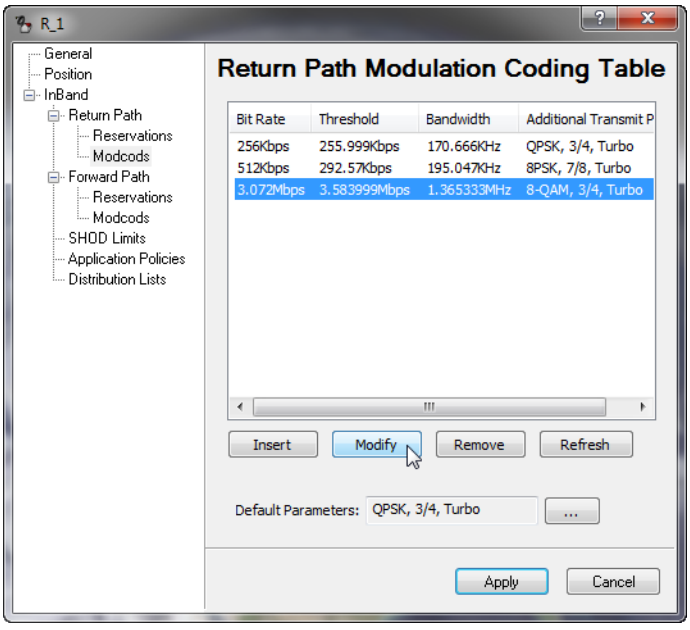

Figure 3-82 Revisions to AS Table Entries
6. Entries can be revised by selecting the entry and using either the **Modify** button or the **Remove** button, as shown in figure 3-82.